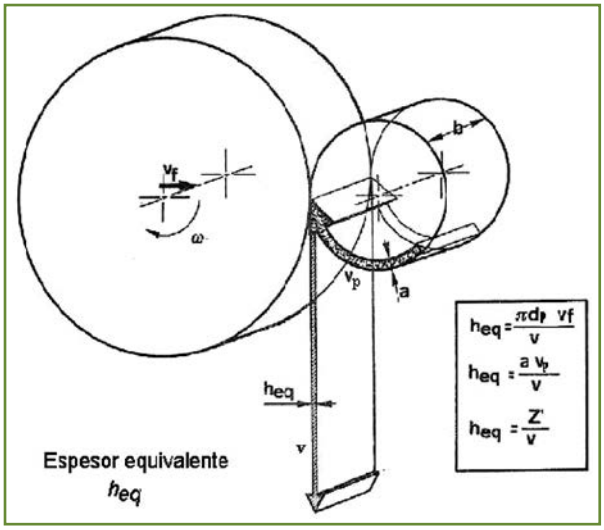

Fig. 6. El espesor equivalente. Definición en rectificación cilíndrica en plongée.
El Espesor de corte Equivalente (h_{eq}) no es más que el caudal específico de virutas (Z') expresado por unidad de V_p de la muela (V) ; y el el caudal específico de virutas (Z') es el caudal de virutas (Z) expresado en unidades de ancho activo de la muela (b). Ver Fig 6.
Observando la Fig.6,[8] vemos que una "cinta" de material de espesor igual a la profundidad de corte "a", que entra en la zona de contacto muela-pieza a una velocidad V_p, sale en forma de "cinta" contínua de virutas a la Veloc.Periférica de la muela "v" de espesor "h_{eq}", que se calcula considerando una ecuación de continuidad :